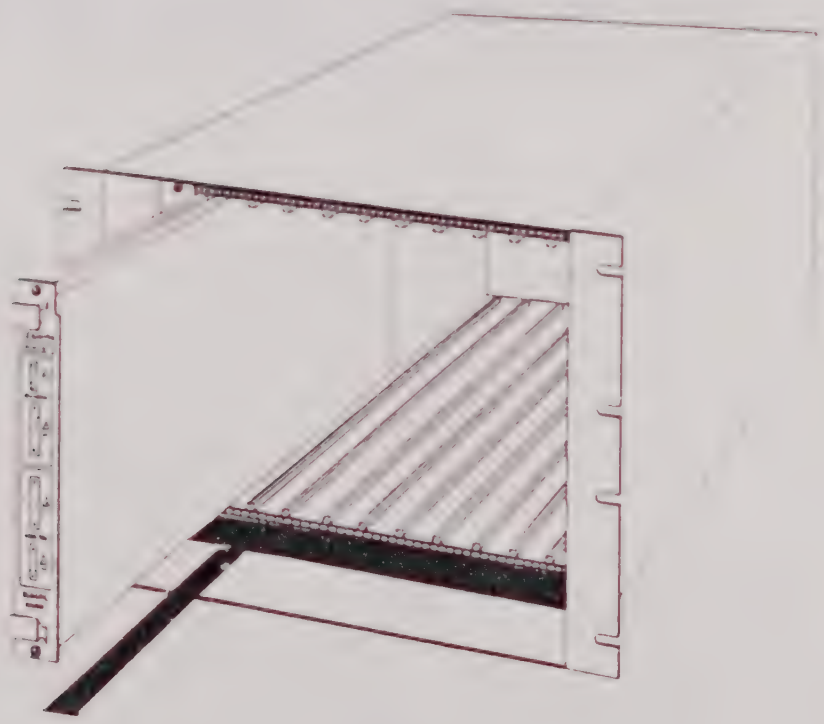

Figure 1-1, 1260 Series Switch Module
1.2.1 The 1260 switching modules are a range of C size, VXIbus compatible switching modules that provide switching for microwave, RF, audio, high voltage, high current, low level and video applications. The modules are configured as matrices, multiplexers, switching trees, SPDTs and DPDTs. Refer to Figure 1-1 which shows a 1260 Switch Module in a VXIbus chassis.